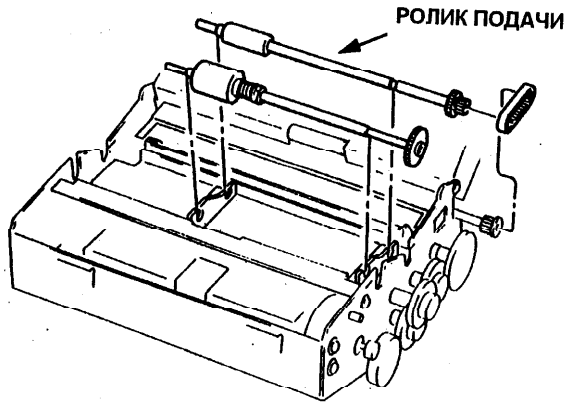

Рис. 2. Ролик подачи
5. Снимите ремень с узла ролика подачи (Рис. 2).